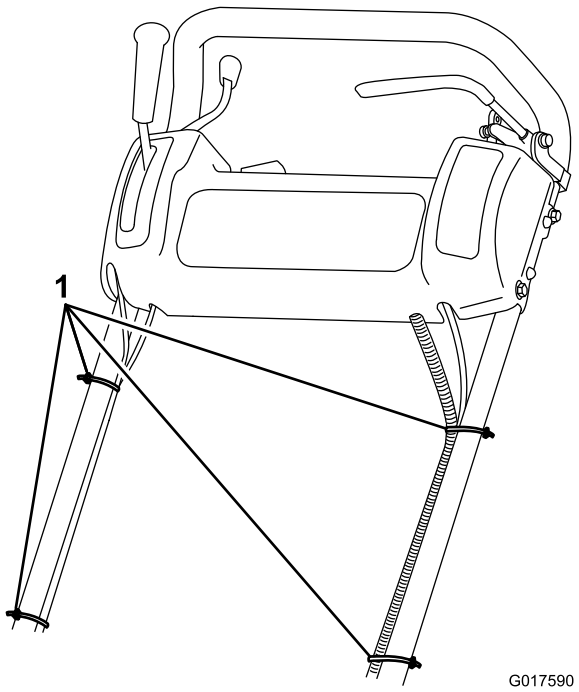

Figur 4
7. Fastgør kablerne og ledningsnettet til håndtaget med kabelbåndene (Figur 4).